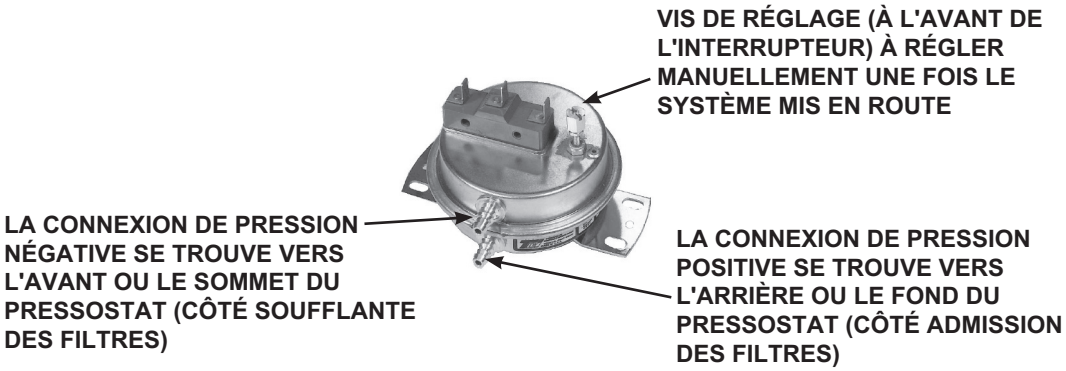

Figure 40. Interrupteur de pression de filtre
1. Installez un filtre propre, fermez les portes du souffleur et mettez le souffleur en fonctionnement. Baissez le réglage de la pression en tournant la vis régulatrice de l'interrupteur (voir **Figure 40**) dans le sens horaire, jusqu'à ce que le témoin s'allume ou que la vis atteigne sa limite.